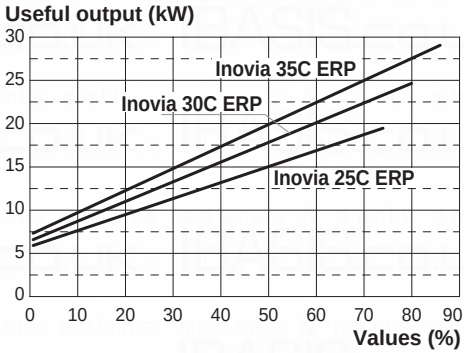
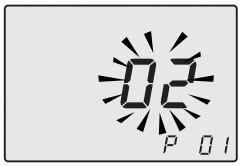
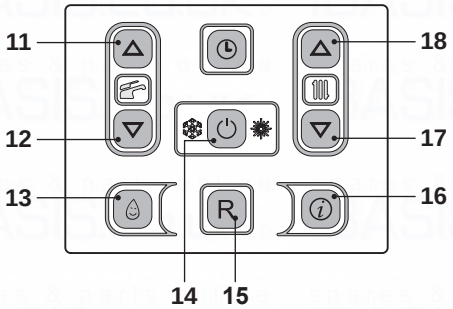

Fig. 7.44
Fig. 7.45
Fig. 7.46
Refer to Fig. 7.44 and determine the correct Value appertaining to the output required for the central heating requirement.
- Enter the ”programming mode” by pressing keys 14 - 17 - 18 (Fig. 7.46) for 10 seconds at the same time until the letters **P01** are displayed on the LCD display, indicating that ”parameter 01” (Fig. 7.45) has been activated.
- It is possible to modify parameter using keys 11 or 12 (Fig. 7.46) (Refer to Fig. 7.44 and determine the correct Value appertaining to the output required for the central heating requirement.).
- By pressing key 14 (Fig. 7.46) confirmation of the inserted value is obtained.
- Press keys 17 or 18 (Fig. 7.46) to exit without changing the value.